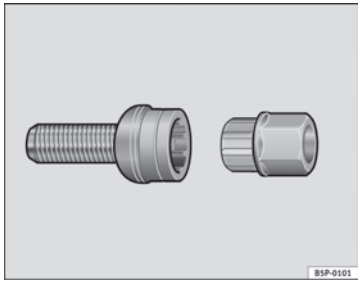

Fig. 159 Anti-theft wheel bolt
– Insert the adapter onto the wheel bolt and push it on as far as it will go ⇒ fig. 159.